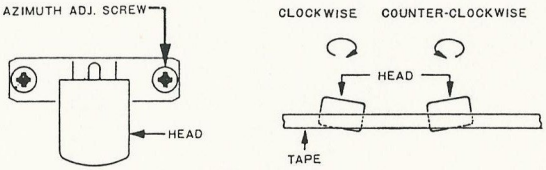

Fig. 24
Carefully adjust the azimuth adjust screw as shown in Fig. 24.
a. Connections : Refer to Fig. 24